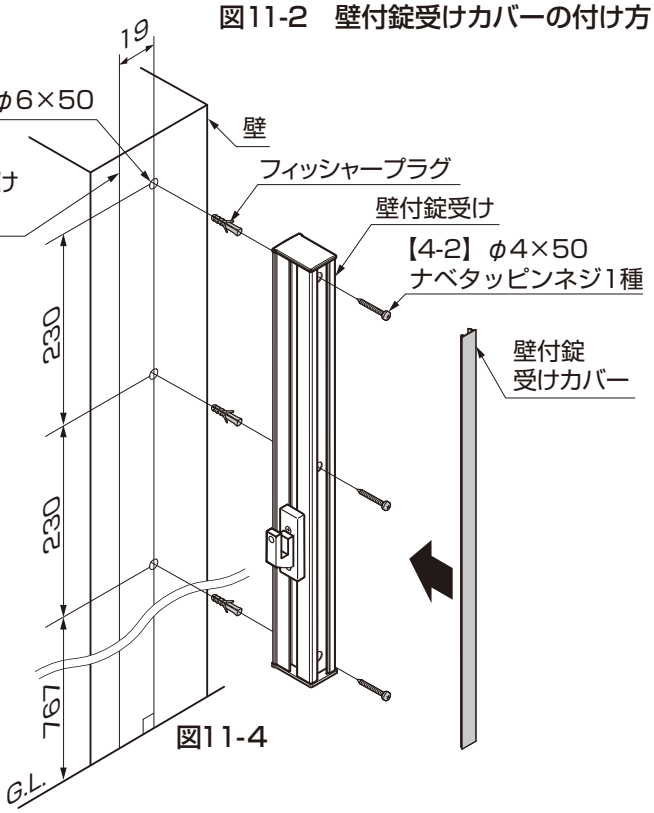

図11-4
⑤図11-4を参照し、下穴をあけてください。
⑥下穴にフィッシャープラグを挿入し、【4-2】で壁付錠受けを固定してください。
⑦壁付錠受けカバーを取付けてください。